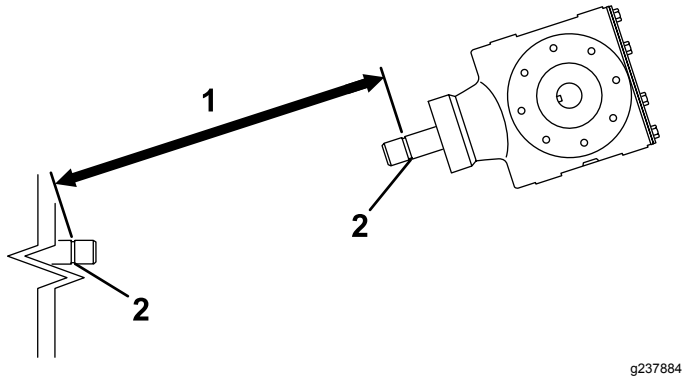
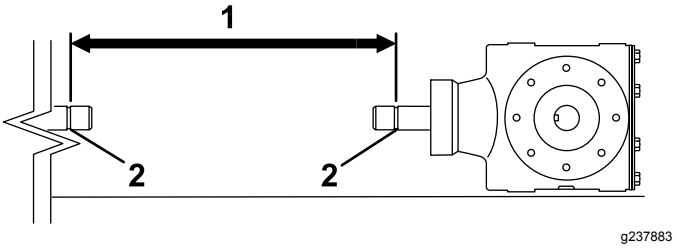
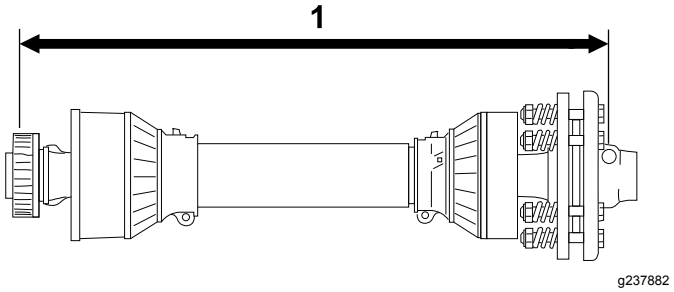

**Figur 12**
**Figur 14**
**Figur 15**
3. Mål avstanden fra låsesporet på enden av trekkenhetens kraftuttaksaksel til låsesporet på luftemaskinens giraksel (Figur 12).
5. Mål avstanden fra låsesporet på enden av trekkenhetens kraftuttaksaksel til låsesporet på luftemaskinens giraksel (Figur 14).
6. Mål avstanden fra midten av låsetappballen i den ene enden av kraftuttaksakselen til midten av låsetappen i den andre enden (Figur 15).
7. Bruk den minste av de to målingene i Figur 14 og Figur 12, trekk fra denne avstanden fra avstanden i Figur 15. Eksempel: 81 cm minus 67 cm er lik 14 cm.